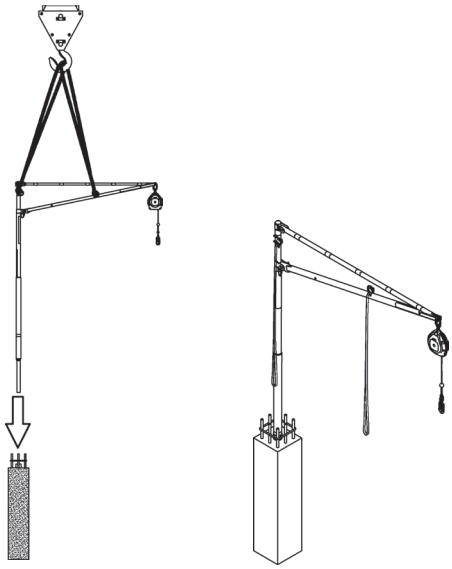

Figura 32. *Posizionamento di SkyReach Anchor*
3. Accertarsi che le cinghie piatte senza fine siano correttamente fissate agli occhielli di sollevamento posizionati su supporto e sostegno. È necessario utilizzare entrambe le imbragature, ognuna collegata a un occhiello di sollevamento. Collegare il gancio della gru a entrambe le imbragature e sollevare SkyReach Anchor. Rimuovere il tappo in plastica dal tubo gettato in opera, quindi abbassare SkyReach Anchor nel tubo, vedere Figura 32. Se richiesto, il gancio SkyReach Reach può essere utilizzato per guidare SkyReach Anchor in posizione.